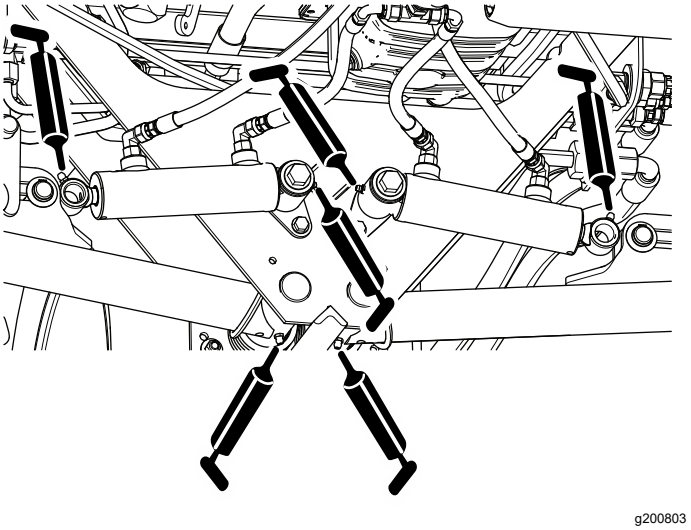

Figuur 43
- Draaipunten en hefcilinders achterste hefarm (3 elke zijde); zie Figuur 43.